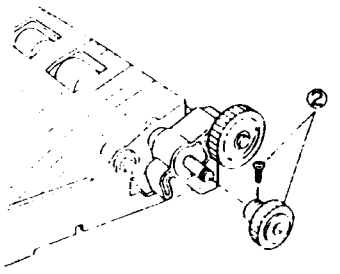

Рис. 2
②. (Рис. 2): Отверните винт и снимите шестерню.